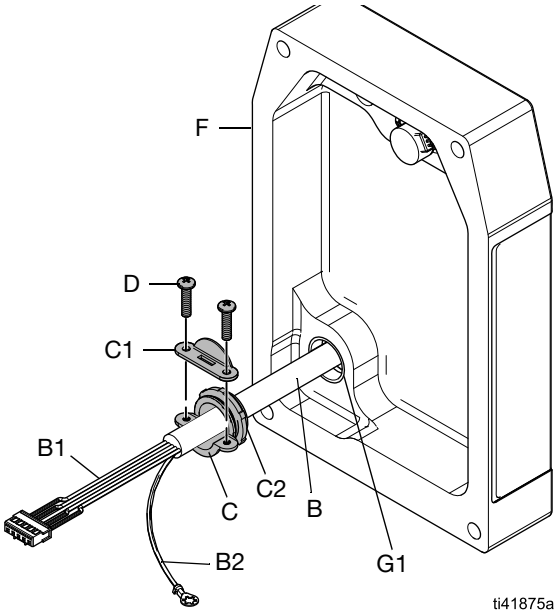

図 3: I/O ケーブル、コントロールカバーの裏側
2. コントロールカバー (F) を取り外します。関連するモーターの取扱説明書を参照してください。**関連取扱説明書** (2 ページ) を参照してください。
3. I/O ケーブルを初めて設置する場合、I/O ポート (G1) からプラグ (G) を取り外してください。
4. I/O ケーブル (B) を設置:
a. フライングリード (B3) を通じて I/O ケーブル (B) にクランプベース (C) を挿入してください。
c. コントロールカバー (F) の裏側で、I/O ポート (G1) を通じて I/O ケーブルフライングリード (B3) を挿入してください。図 3 を参照してください。
d. ケーブルグランド (A) を分解して、シール (A1) を廃棄してください。
e. ネジ山シーラントをケーブルグランドベース (A) のネジ山に塗ってください。
g. フライングリード (B3) を通じてケーブルグランドベース (A) へブランドシール (A3) とグランドキャップ (A4) を挿入してください。この時点ではゆるくネジを留めてください。
h. クランプベース (C) にクラップジャムナット (C2) を設置してください。
i. I/O ケーブル (B) を通じてクランプ (C) を挿入して、カバー (F) の裏側の I/O ポートにネジで留めてください。図 3 を参照してください。
k. ケーブルジャケットの 1/4 in. (6.33 mm) がクランプベース (C) から突き出すまで、I/O ケーブル (B) を I/O ポート (G1) を通じて引きます。
l. クランプトップ (C1) とファスナー (D) をクランプベースに設置します。この時点ではゆるくネジを留めてください。